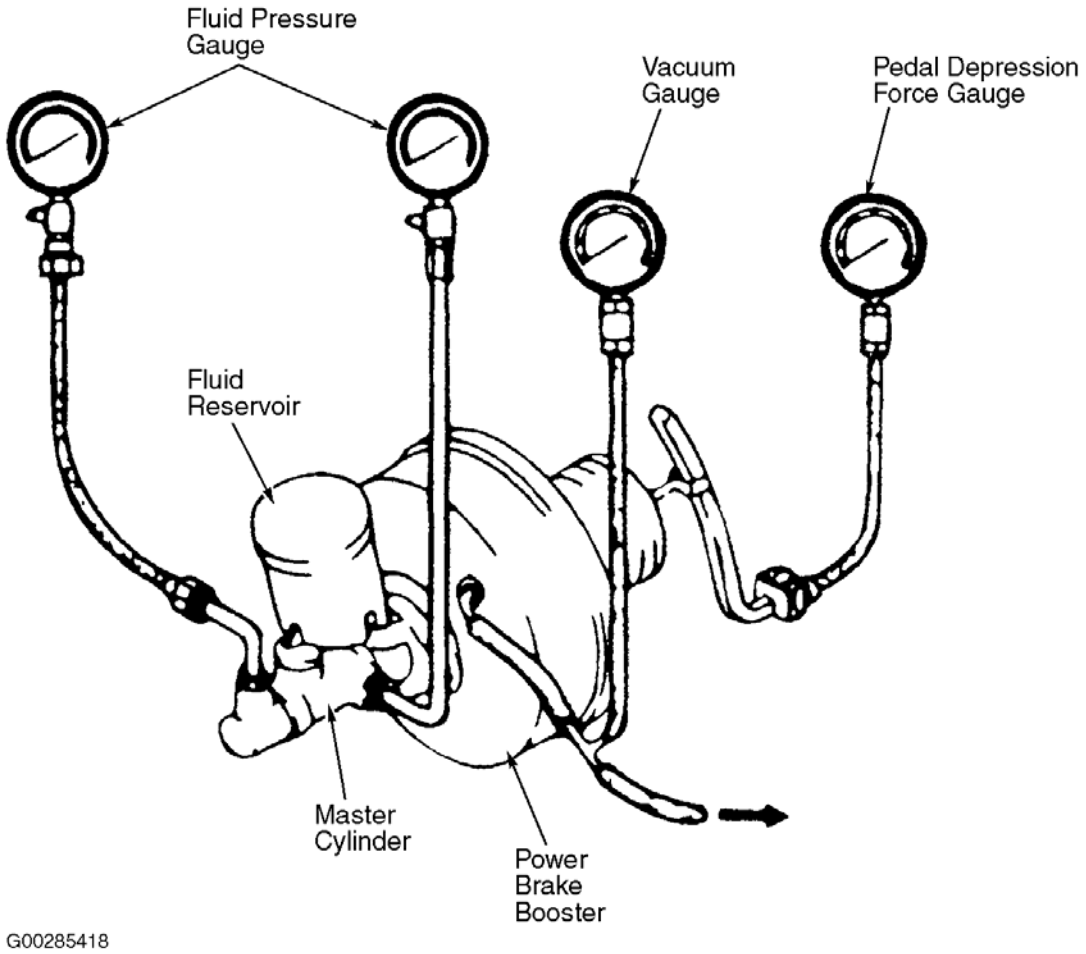

Fig. 6: Prueba de potencia de refuerzo de frenos
1. Conectar un manómetro indicador de vacío y la fuerza de depresión de pedal disponible comercialmente. Ver **Fig. 6** . Ir al siguiente paso.
1. Conectar un manómetro indicador de vacío y la fuerza de depresión de pedal disponible comercialmente. Conectar calibrador de presión de fluido y el adaptador (0KK30-140-001) para dominar los puertos de salida del cilindro. Ver **Fig. 6** . Purgar el aire de la manguera de probador de presión.